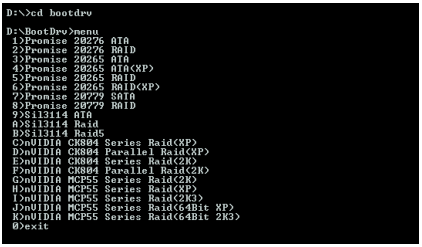
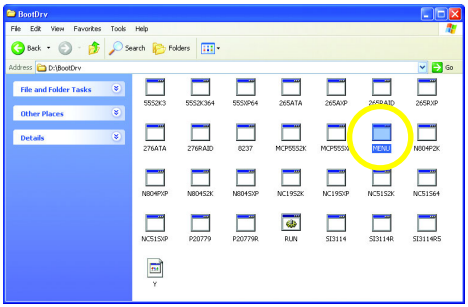

Figure 13
Figure 14
Step 2: When the controller menu (Figure 13) appears, remove the startup disk and insert the blank formatted disk. Select the controller driver by pressing the corresponding letter from the menu.
For example, from the menu in Figure 13, press H to select **(H) nVIDIA MCP55 Series Raid (XP)** if you wish to install Windows XP (32-bit). Your system will then automatically zip and transfer this driver file to the floppy disk. Press 0 to exit when finished.
Use an alternative system and insert the GIGABYTE motherboard driver CD-ROM. From the CD-ROM drive folder, double click the **MENU.exe** file in the **BootDrv** folder (Figure 14). A command prompt window will open similar to that in Figure 13.